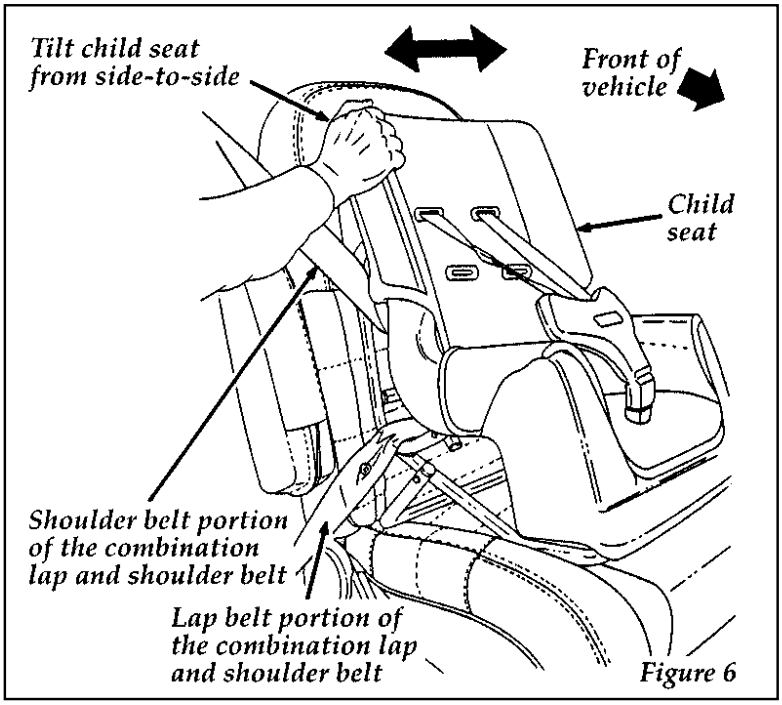

Figure 6
8. Before placing the child into the child seat, forcibly tilt the child seat from side-to-side and in forward directions to make sure that the seat is held securely in place. See Figures 6 and 7. If the child seat moves excessively, repeat steps 6 through 8, or properly install the child seat in a different seating position.